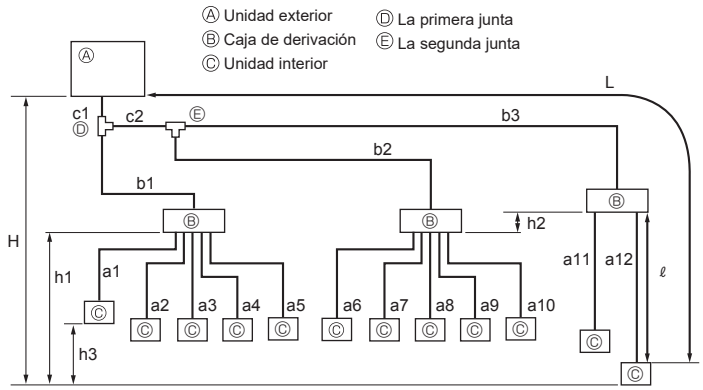

Fig. 4-2
4.2.2. Conexión con caja de derivación (Fig. 4-2)